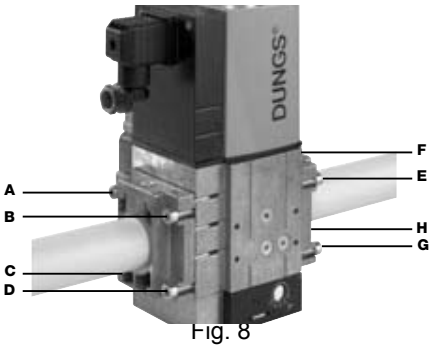

Fig. 8
2. colocar el aparato MBC...SE y prestar especial atención a las juntas tóricas (O-rings - Fig. 8);